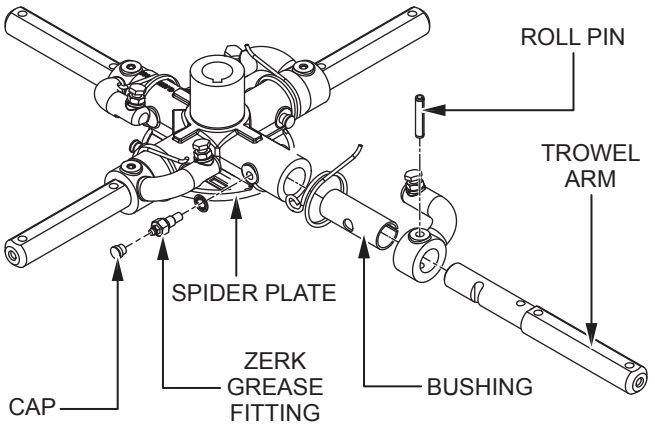

Figure 68. Trowel Arm Removal
1. Each trowel arm is held in place at the spider plate by a Zerk grease fitting (hex head bolt). Remove the Zerk grease fitting and roll pin from the spider plate (Figure 68).
2. Remove the trowel arm from the spider plate (Figure 68).
3. Carefully remove the trowel arm bushing (Figure 68) and set it aside.